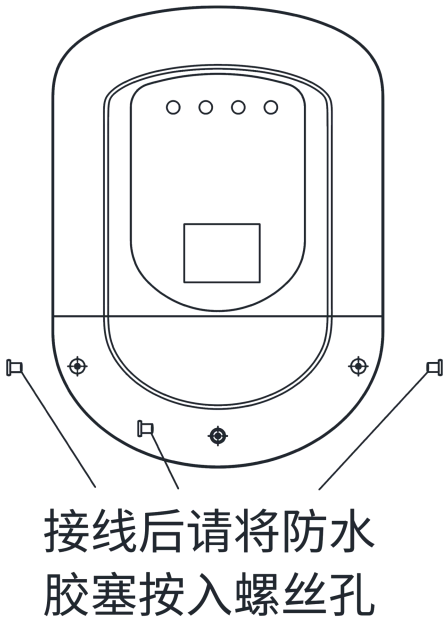

图 12
12、设备接线完毕后，将拆下盖板恢复，将防水胶塞塞入螺丝孔，如图 12。